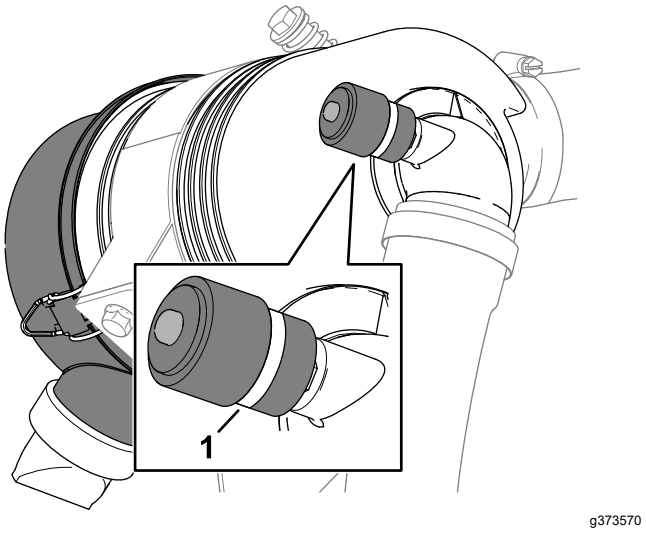

Figur 77
3. Kontrollera serviceindikatorn i slutet av luftfilterhuset (Figur 77).